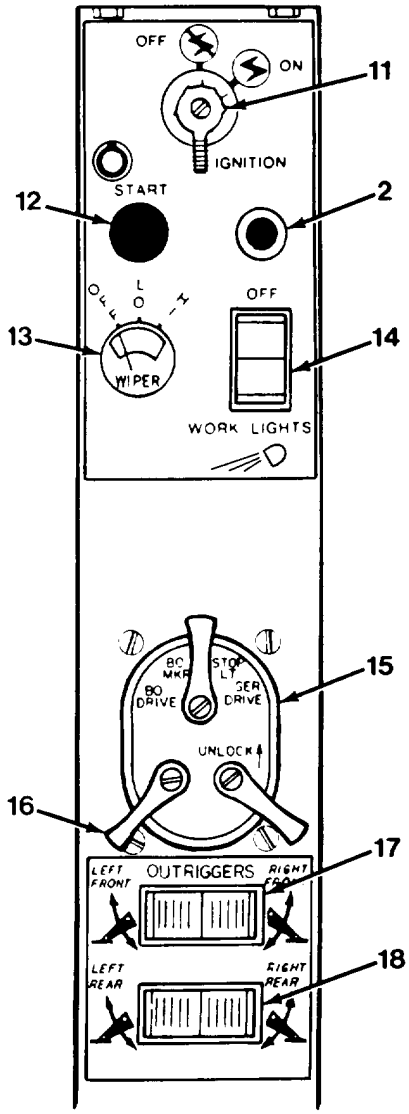

Figure 4-3. Slide Sloping Dash Panel
2. **Dash Lights** illuminate dash panel and side sloping dash panel (Figure 4-3).